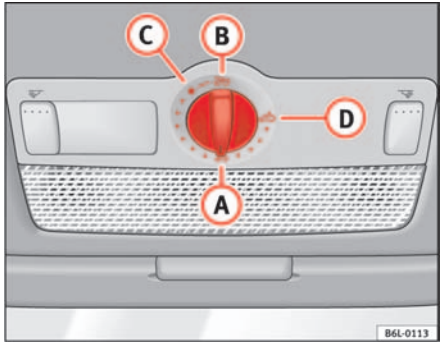

Fig. 54 Detail of the sunroof: rotary button for sliding/tilting sunroof
If the sliding/tilting roof has been opened again by the roll-back function, it can be closed only by pressing the rotary button at the front in position (A) ⇒ fig. 54 until the sliding/tilting roof has closed fully. **Please note that the sunroof will now close without the roll-back function.**